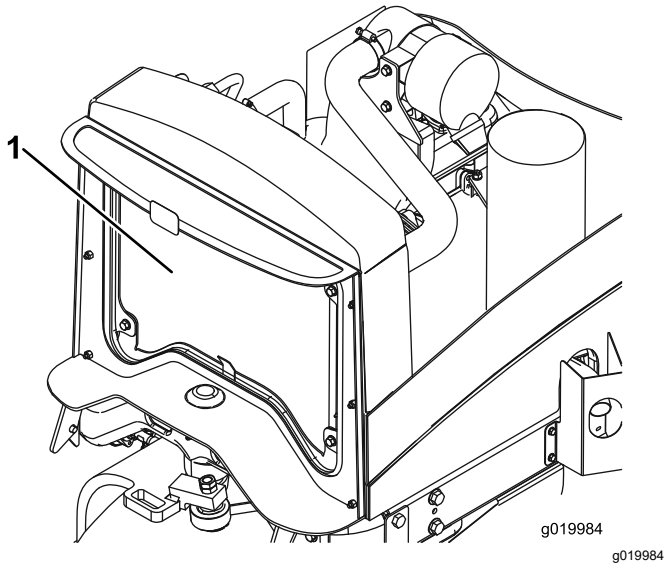

Figur 61
2. Rengør begge sider af køler/oliekøleren grundigt med trykluft (Figur 61).